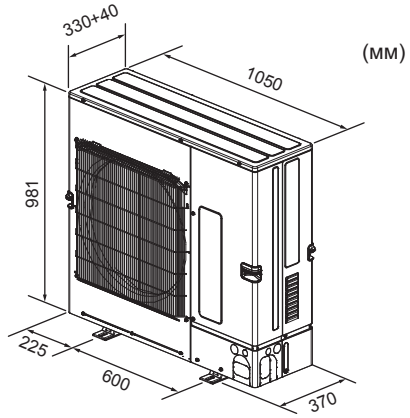

Fig. 2-1
2.3. Контурные габариты (Наружный прибор) (Fig. 2-1)